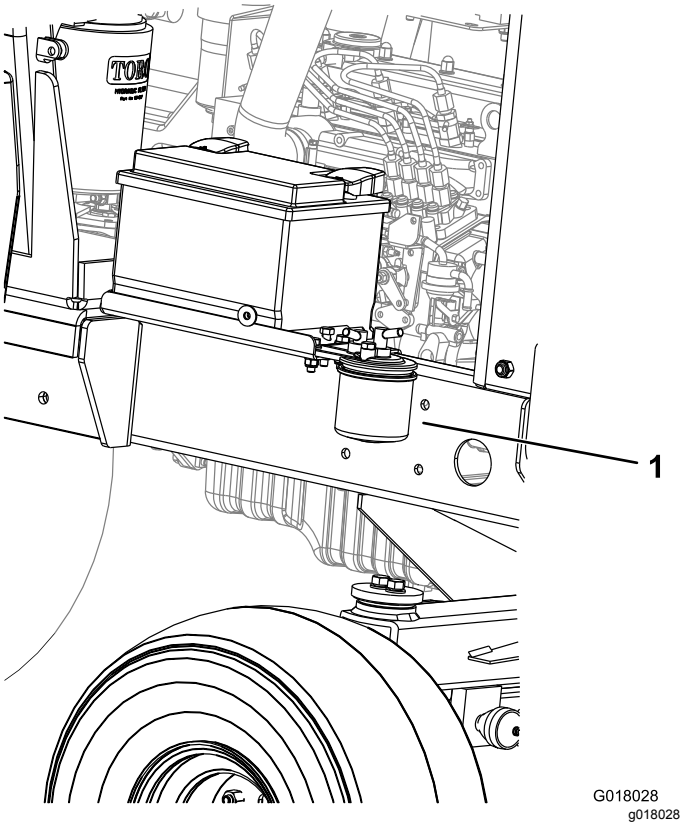

Figuur 37
1. Plaats een schone opvangbak onder de brandstoffilterbus (Figuur 37).